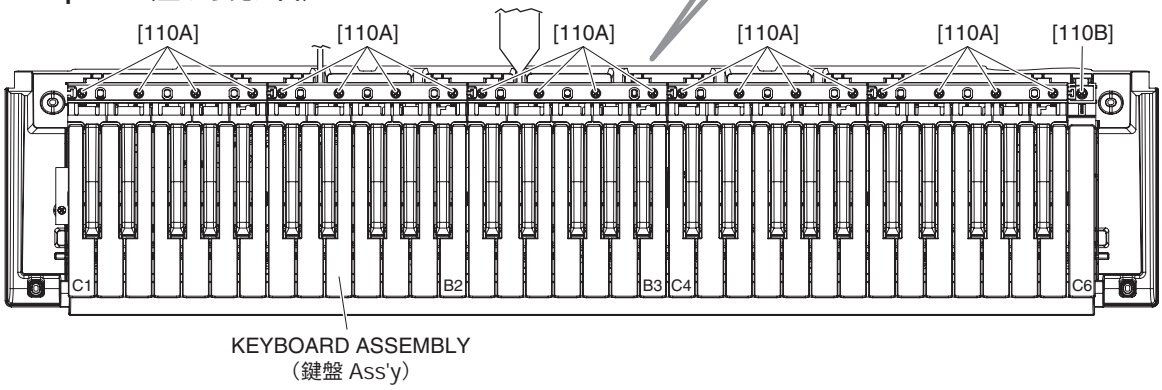

Fig. 6（図 6）
6-3-1 White and black keys for one octave unit are integrated as a set. There are fi ve sets in total. Only the C6 white key, unlike the other keys, is not integrated in a set. (Fig. 6)
6-3-2 To remove a set, remove the four (4) each screws marked [110A]. The white and black keys in the set can then be removed. (Fig. 6) When removing, unfasten the two (2) hooks at the back of the black keys upward, and lift the white and black keys while pulling them toward you a little. (Photo 1)
6-3-3 To remove the white key C6, remove the screw marked [110B], unhook as described in Procedure 6-3-2, and pull out toward you. (Fig. 6)
* ***When installing the white and black keys after removing all of them, install the white and black keys from C3 to B3 fitting them to the protrusion on the lower case first, and then neighboring white and black keys in sequence. (Fig.6)***
6-3-1 白鍵、黒鍵は、左側から 1 オクターブ単位のセットになっていて、全部で 5 セットあります。C6 鍵は白鍵 1 個のみです。(図 6)
6-3-2 セットのものは、[110A] のネジ 4 本ずつ外してそれぞれ 1 セット分の白鍵・黒鍵を外します。(図 6)
6-3-3 C6 の白鍵は [110B] のネジ 1 本を外して、6-3-2 項のようにフックを外して手前に引きながら外します。(図 6)
※ **すべての白鍵・黒鍵を外した場合の組み立ては、最初に C3 ～ B3 の白鍵・黒鍵を下ケースのボスに合わせて組みつけてから、隣接する白鍵・黒鍵を順番に組み付けてください。(図 6)**
6-4-1 Remove the white and black keys corresponding to the rubber contacts to be removed. (See Fig. 6 and Procedure 6-3.)
6-5-1 Remove the white and black keys from C1 to B3. (See Fig. 6 and Procedure 6-3.)
6-6-1 Remove the white and black keys from C4 to C6. (See Fig. 6 and Procedure 6-3.)
6-4-1 外そうとする接点ゴムに対応した白鍵・黒鍵を外します。(図 6、6-3 項参照)
6-5-1 C1 ～ B3 の白鍵･黒鍵を外します。(図 6、6-3 項参照)
6-6-1 C4 ～ C6 の白鍵･黒鍵を外します。(図 6、6-3 項参照)
7-1-3 Remove the white and black keys from C1 to B2. (See Fig. 6 and Procedure 6-3.)
7-1-3 C1 ～ B2 の白鍵・黒鍵を外します。(図 6、6-3 項参照)